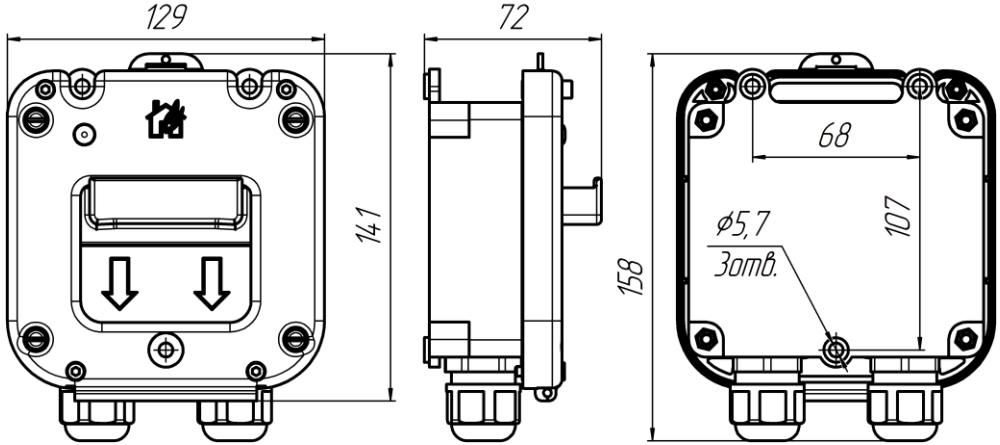

Рис.3. Габаритные размеры извещателя
2.4. Конструктивно извещатель состоит из пластикового корпуса, все части которого выполнены из антистатического пластика с поверхностным сопротивлением не более 10^9 Ом/см^2 при температуре (23±2)ºС и относительной влажности (50±5)% в соответствии с ГОСТ 31610.0-2019 (IEC 60079-0:2017), основание которого с электронным блоком закрепляются на стене помещения. Затем лицевая панель с приводным элементом шурупами крепится к основанию. Корпус извещателя по требованию заказчика может быть оборудован герметичными пластиковыми кабельными вводами для подведения проводников диаметром от 6 до 12мм или от 13 до 18мм, герметичными вводами МКВ (см. таблицу) из нержавеющей стали марки 12Х18Н10Т, предназначенными для различных вариантов прокладки кабеля количеством 2 шт. Элементы конструкции извещателя показаны на рис.1. Габаритные размеры извещателя показаны на рис.3.